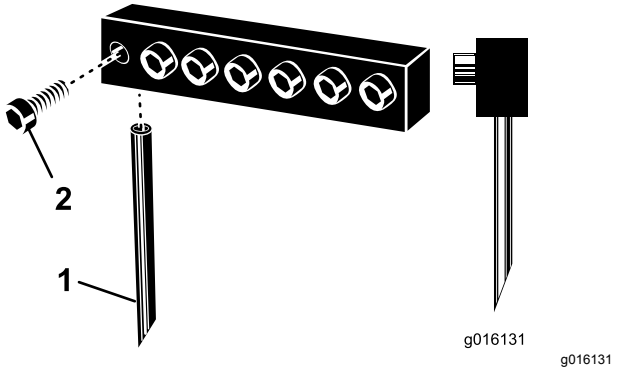

Rysunek 30
3. Poluzuj śruby mocujące i wyjmij zęby używane wcześniej (Rysunek 30).
Informacja: Drążone zęby wgłębne powinny być umieszczone z otworem wylotowym z tyłu. Zęby pełne powinny być skierowane ścięciem końcówki zęba w stronę maszyny (Rysunek 30).